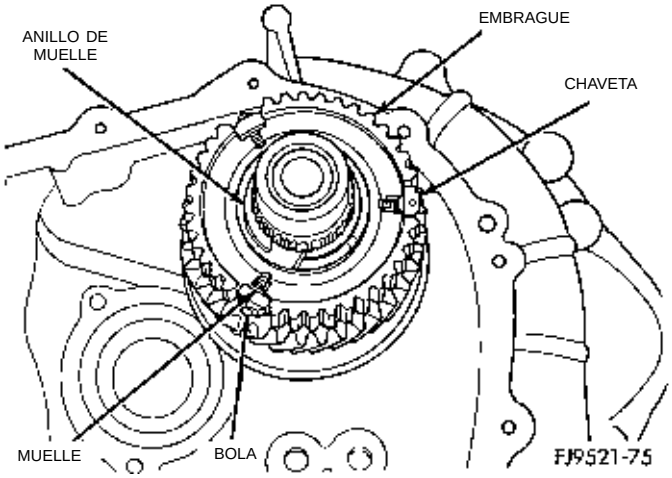

Fig. 120 Chavetas en la maza
(6) Alinee la lengüeta del anillo de tope sobre las chavetas de la maza (Fig. 120). Centre las chavetas y bolas empujando sobre ambos anillos de tope.